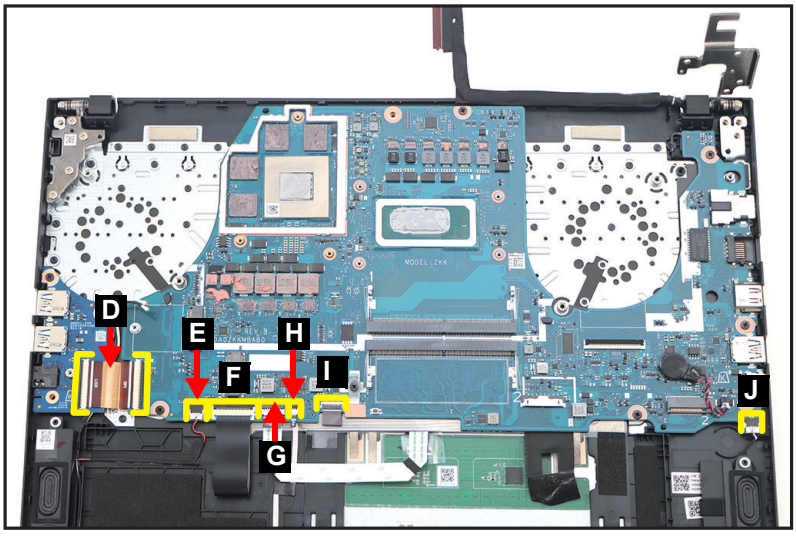

Figure 1-41. Mainboard Removal
6. Disconnect the USB board FFC (D) from the mainboard and USB board connectors (Figure 1-41).
7. Disconnect the right speaker cable from the mainboard connector (E) (Figure 1-41).
8. Disconnect the keyboard FPC from the mainboard connector (F) (Figure 1-41).
9. Disconnect the touchpad FFC from the mainboard connector (G) (Figure 1-41).
10. Disconnect the microphone FFC from the mainboard connector (H) (Figure 1-41).
11. Disconnect the keyboard backlight FPC from the mainboard connector (I) (Figure 1-41).
12. Disconnect the left speaker cable from the mainboard connector (J) (Figure 1-41).